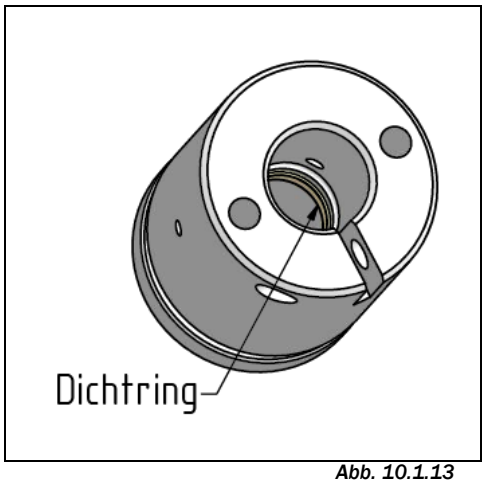

Abb. 10.1.13
13. ***(Abb.10.1.13/14)*** Der Dichtring im Zylindergehäuse Pos.2 vorsichtig demontieren.